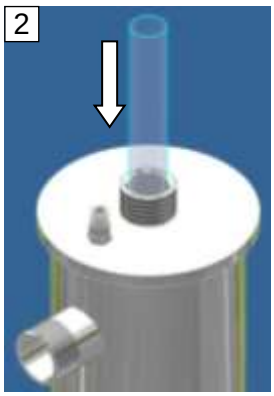
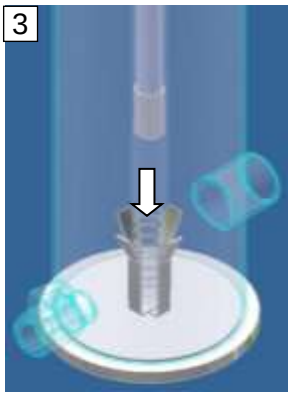

Abb. 9: Quarzrohr
Abb. 10: Gefederte Führung
- ➔ Das Quarzrohr (Abb. 9) vorsichtig in die Bestrahlungskammer einführen und in der gefederten Führung (Abb. 10) am Boden der Bestrahlungskammer zentrieren.